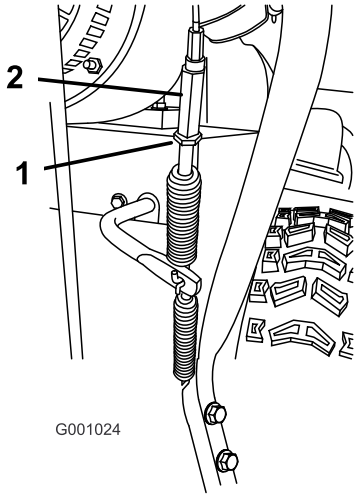

Figur 38
5. Løsn kontramøtrikken (Figur 38).
6. Løsn eller spænd den spændemøtrik, der justerer spændingen på kablet (Figur 38).